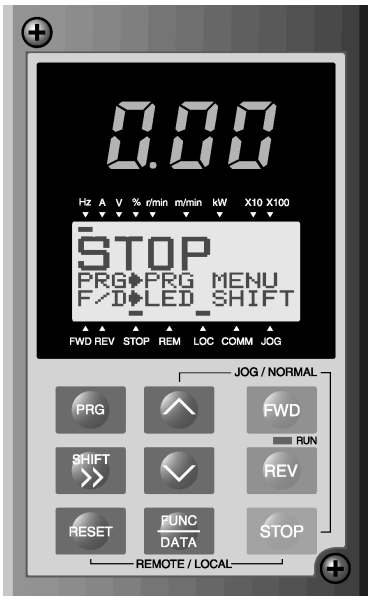

Fig. 3-1-2 Display on keypad panel at power-on
a. No alarm message is displayed on the keypad panel (see Figure 3-1-2).